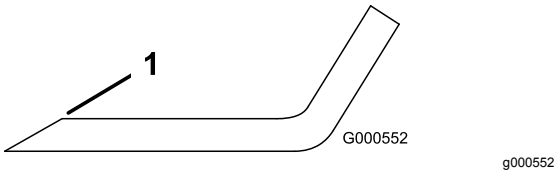

Figuur 57
1. Gebruik een vijl om de snijranden aan beide uiteinden van het mes te slijpen (Figuur 57).
Opmerking: Als het mes niet in balans is, moet u wat metaal afvijlen van het uiteinde van de vleugel (Figuur 57).